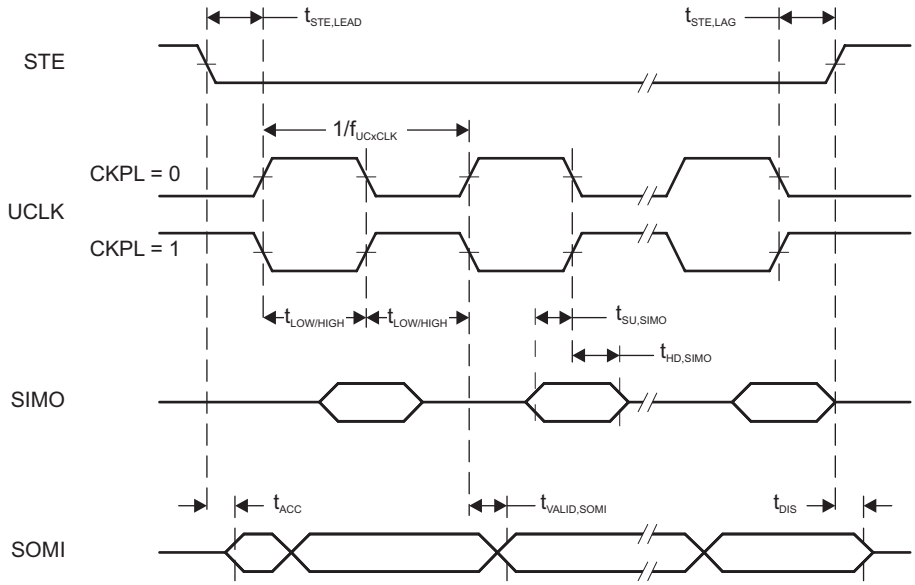
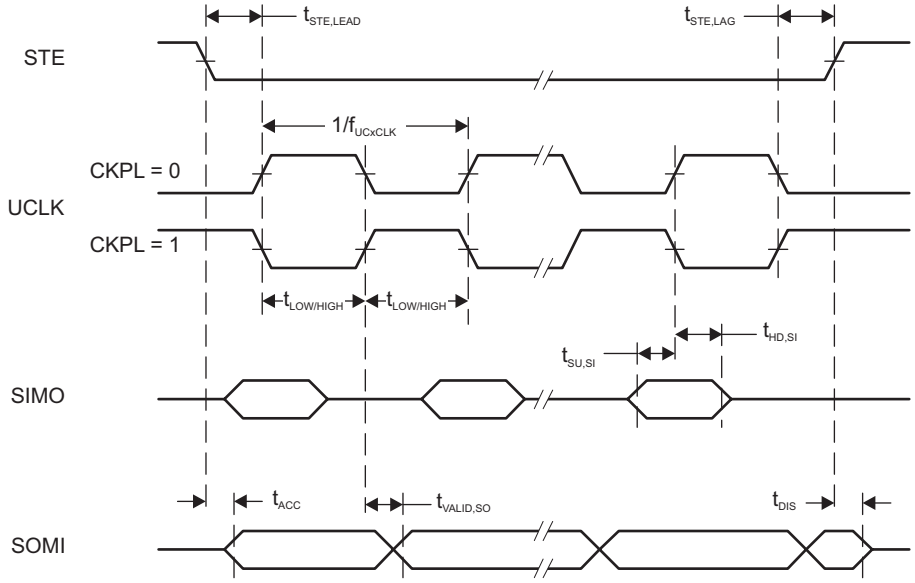

Figure 5-25. SPI Slave Mode, CKPH = 0
Figure 5-26. SPI Slave Mode, CKPH = 1
over recommended ranges of supply voltage and operating free-air temperature (unless otherwise noted)[1] (see Figure 5-25 and Figure 5-26)
(2) Specifies the time to drive the next valid data to the SOMI output after the output changing UCLK clock edge. See the timing diagrams in Figure 5-25 and Figure 5-26.
(3) Specifies how long data on the SOMI output is valid after the output changing UCLK clock edge. See the timing diagrams in Figure 5-25 and Figure 5-26.